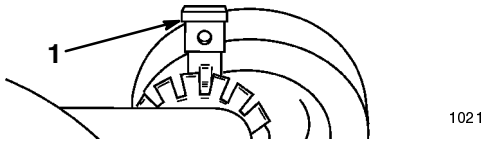

**Figure 15**
1. Pull the wheel height adjustment lever toward the wheel and move it to the desired position (Fig. 15).